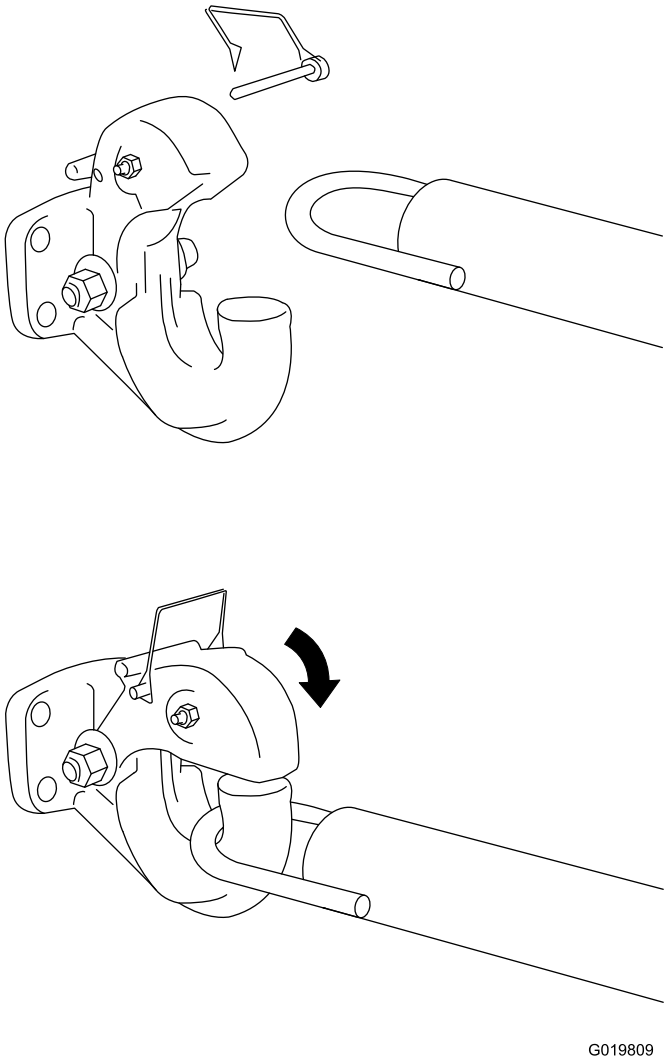

Figura 24
1. Retire el pasador del enganche de argolla y abra el gancho (Figura 24).
2. Coloque la argolla de la barra de tracción sobre el enganche (Figura 24).
3. Cierre el segmento superior del enganche de argolla y sujételo con el pasador (Figura 24).